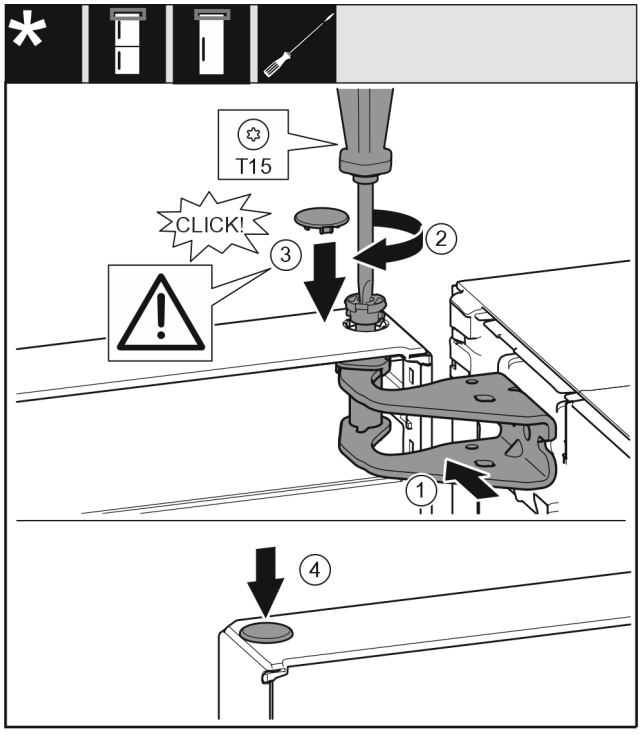

Fig. 27
▶ Aliniați ușa sus spre deschizătură în suportul de lagăr *Fig. 27 (1)*.
▶ Introduceți bolțul *Fig. 27 (2)* și înșurubați-l ferm cu șurubelnița.
▶ Montați capacul *Fig. 27 (3)*.
▶ Controlați să fie capacul *Fig. 27 (3)* așezat pe ușă.
▶ Montați capacul *Fig. 27 (4)*.